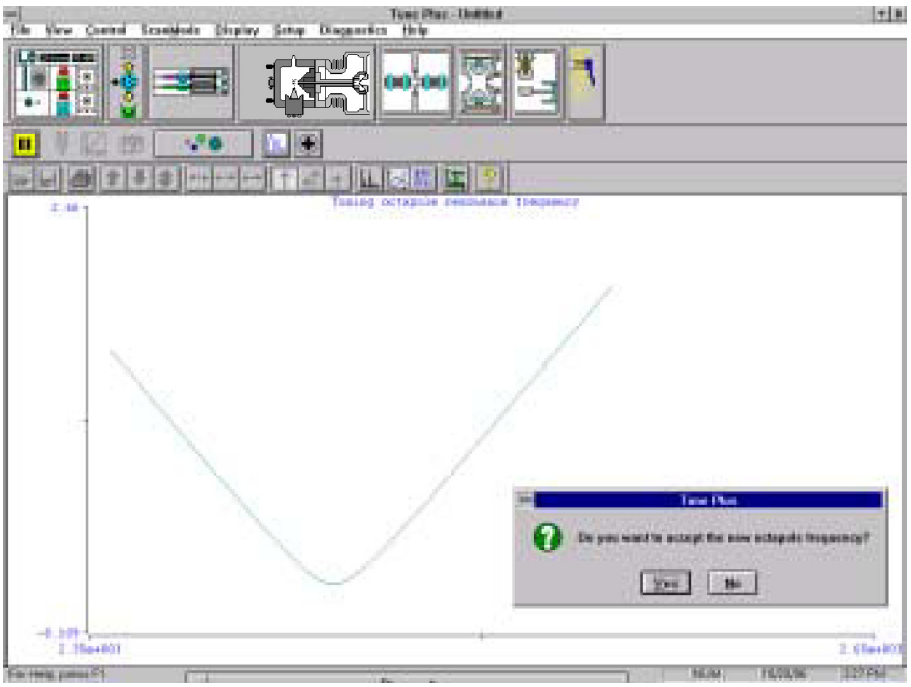

Figure 5-10. Graph view for octapole RF voltage tuning
c. Click on the **Start** button to start the quadrupole/octapole RF voltage tune program. A frequency function appears in the Graph view. See Figure 5-10. The minimum of the frequency function should lie between 2400 and 2550 kHz.